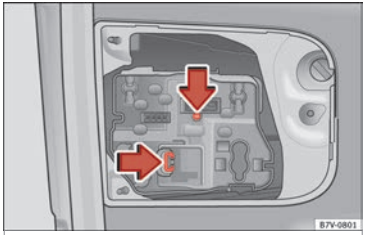

Afb. 112 In de achterklep: de fitting verwijderen.
4. Druk op de lipjes van de vergrendeling in de richting van de pijl »» afb. 112 en verwijder de fitting.